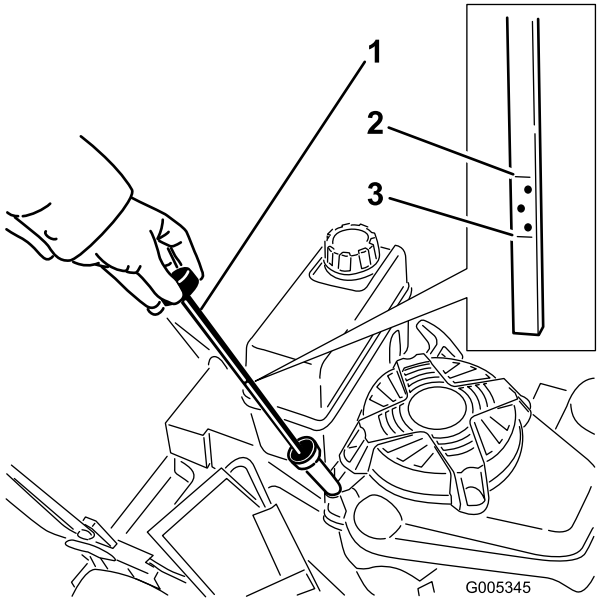

Figura 12
Prima di usare il tosaerba, verificate sempre che il livello dell'olio si trovi fra le tacche Add (rabboccare) e Full (pieno) sull'asta di livello (Figura 12).
2. Pulite attorno all'asta di livello (Figura 12).
6. Controllate il livello dell'olio sull'asta (Figura 12).